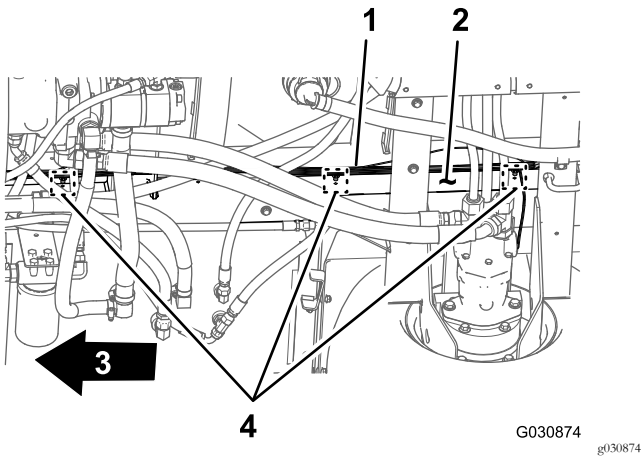

Figura 103
3. Enrute la rama de 168 cm del arnés eléctrico hacia adelante junto al larguero derecho del bastidor (Figura 103).
4. Introduzca las 3 grapas de la rama de 168 cm del arnés de cables trasero en los orificios del larguero derecho del bastidor (Figura 103) de donde retiró las grapas del arnés de cables trasero antiguo; consulte el paso 3 de Desconexión de los arneses de cables delantero y trasero (página 11).